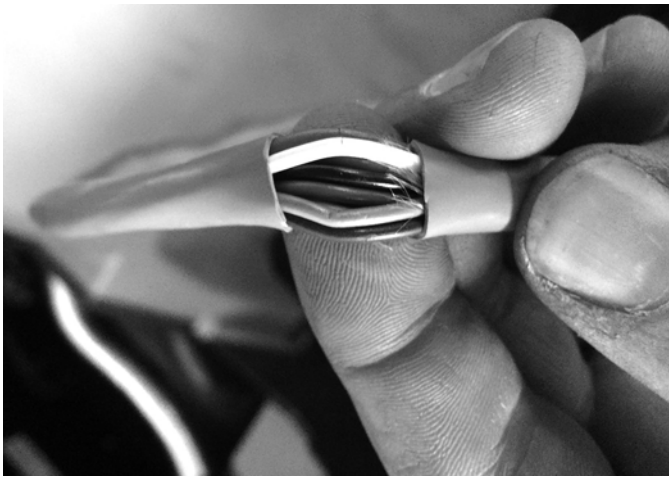

FIG. 51
3. Splice the GLC2200 cable approximately 2-3 feet from the connector end (FIG. 51).